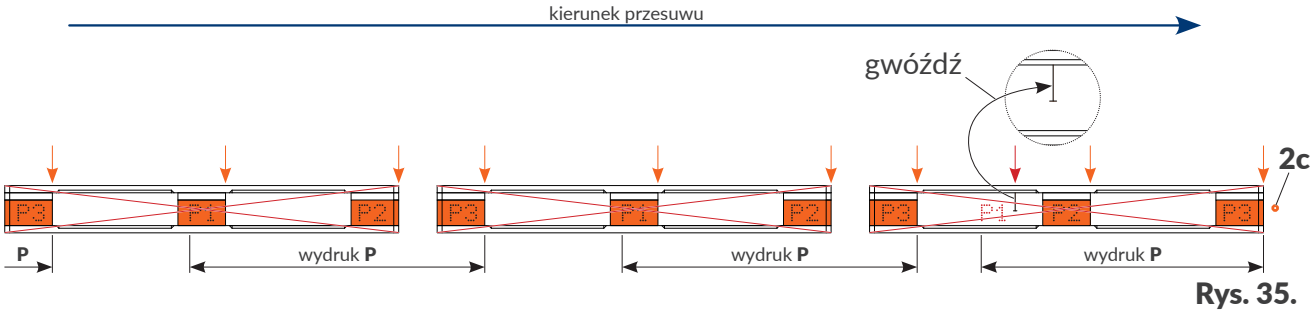
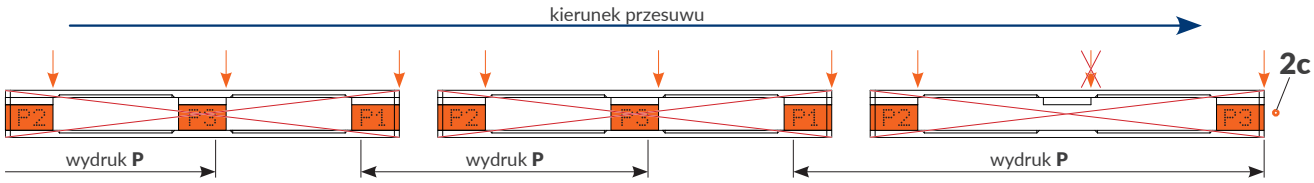

Rys. 35.
Rys. 36.
– wykrywania kolejnych wsporników (↓) (patrz ***Rys. 35 na stronie 42*** oraz ***Rys. 36 na stronie 43***).
Wewnętrzny fotodetektor **2c** wykrywa kolejne wsporniki (↓) (patrz ***Rys. 35 na stronie 42*** oraz ***Rys. 36 na stronie 43***). Projekt do drukowania musi zostać tak przygotowany, aby pomiędzy poszczególnymi fragmentami (**P1**, **P2**, **P3**) umieszczone były obiekty typu **Znacznik podziału** I . Tego typu obiekt wstrzymuje drukowanie kolejnego fragmentu wydruku do chwili pojawienia się sygnału wyzwalającego, czyli do momentu wykrycia kolejnego wspornika. Drukowanie poszczególnych fragmentów wydruku (**P1**, **P2**, **P3**) odbywa się tylko i wyłącznie po wyzwoleniu przez fotodetektor **2c**.
Jeżeli opisywana paleta posiada defekt, taki jak np. wystający gwóźdź, który przypadkowo wyzwoli wydruk, to fragment wydruku zostanie skierowany „w powietrze” (patrz fragment P1 na europalecie po prawej stronie na ***Rys. 35***). Bez synchronizacji wydruków z paletami spowoduje to powstanie trwałego przesunięcia wydruków. W takim przypadku, zarówno opisywana europaleta (z defektem) **jak i wszystkie kolejne** będą opisane nieprawidłowo.
Jeżeli opisywana paleta posiada defekt, taki jak np. brak wspornika, to fragment wydruku przeznaczony dla danej europalety zostanie pominięty (patrz europaleta po prawej stronie na ***Rys. 36***). Bez synchronizacji wydruków z paletami spowoduje to powstanie trwałego przesunięcia wydruków. W takim przypadku, zarówno opisywana europaleta (z defektem) **jak i wszystkie kolejne** będą opisane nieprawidłowo.